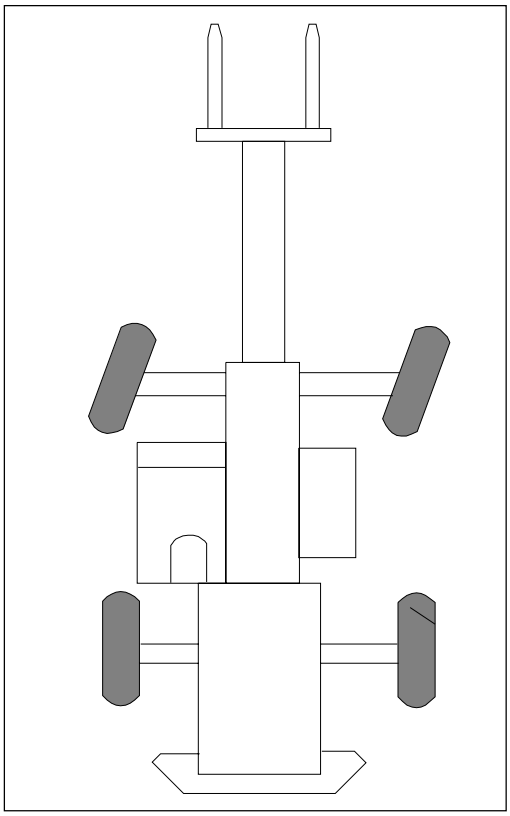

Figure 13. Two-Wheel Steering Mode.
b. TWO-WHEEL STEER. (Shown in Figure 13 on the following page.) In this position only the front wheels will steer. Before selecting this mode, the rear wheels must be turned straight using the 4 WHEEL STEER mode. Use ONLY 2 WHEEL STEER mode when travel speeds exceed 10 MPH.